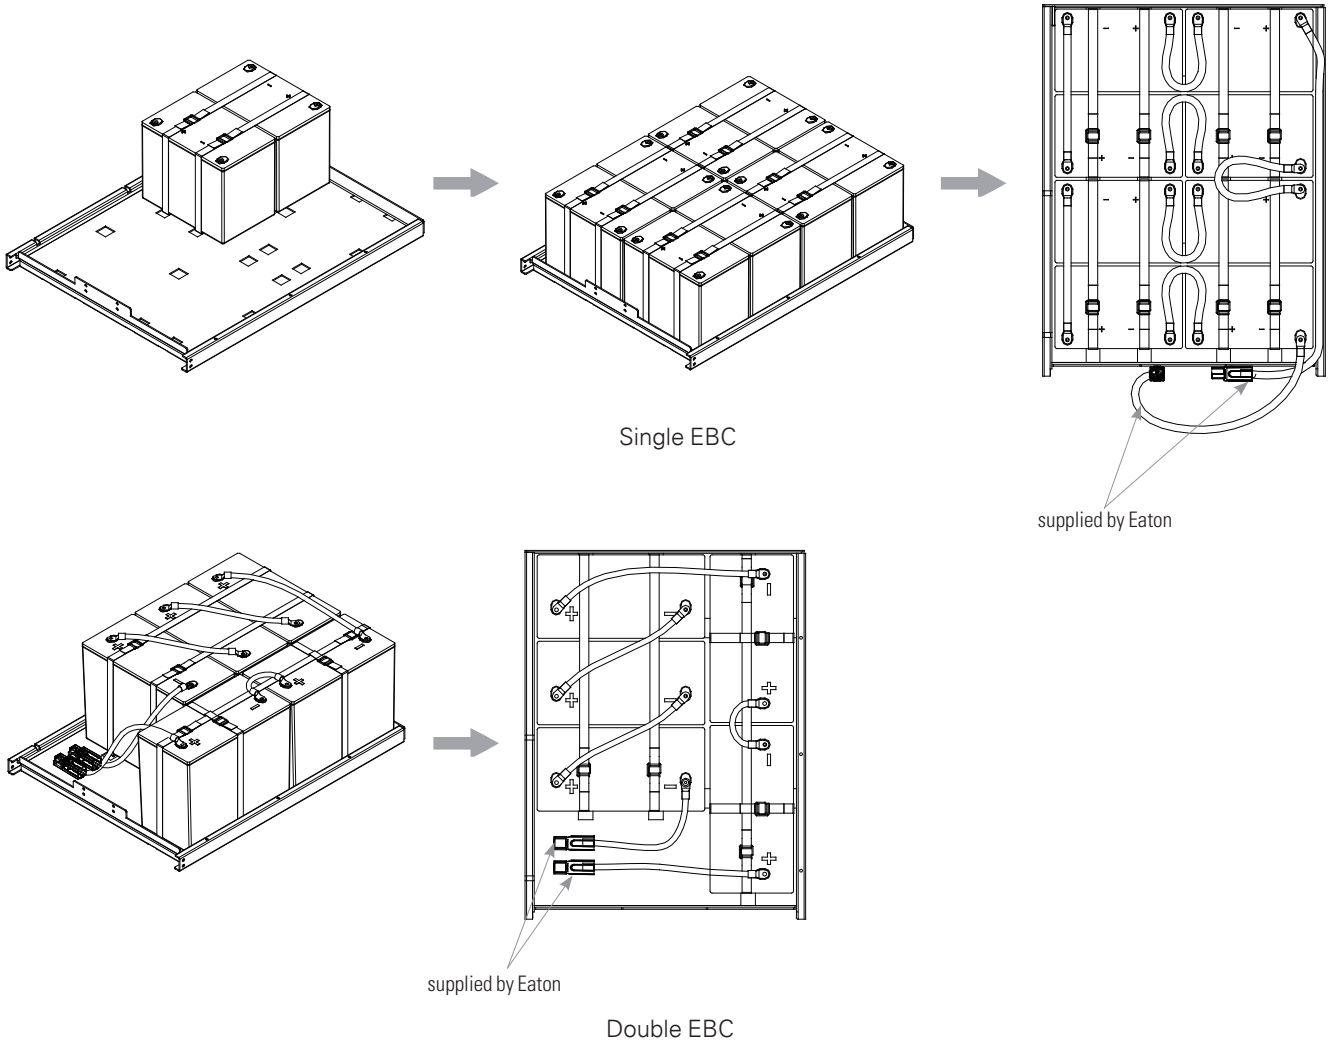

Figure 4-7. Battery and Battery Cable Installation
2. Install the battery on the battery tray ,wrap the battery with strap and secure to the battery tray. In a single EBC each tray holds 8 batteries. In a Double EBC each tray holds 5 batteries. See Figure4-7.
3. Route and connect the battery cables. Notice that last battery positive connect to the next battery negative. See figure 4-7.